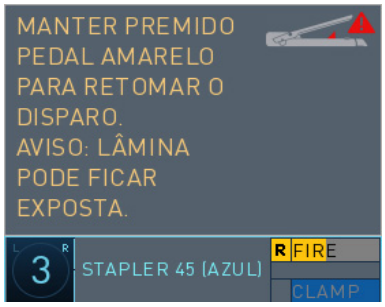

*Figura 3.9 Exemplo de mensagem de lâmina exposta*
**Observação: se o sistema exibir uma mensagem de lâmina exposta (como no exemplo mostrado na Figura 3.9), tome cuidado ao manipular o tecido preso entre as mandíbulas do grampeador.**
Um ícone e uma mensagem de lâmina exposta (Figura 3.9) aparecerão se ocorrer uma falha que resulte em lâmina exposta. Se isso ocorrer, siga os avisos da tela.